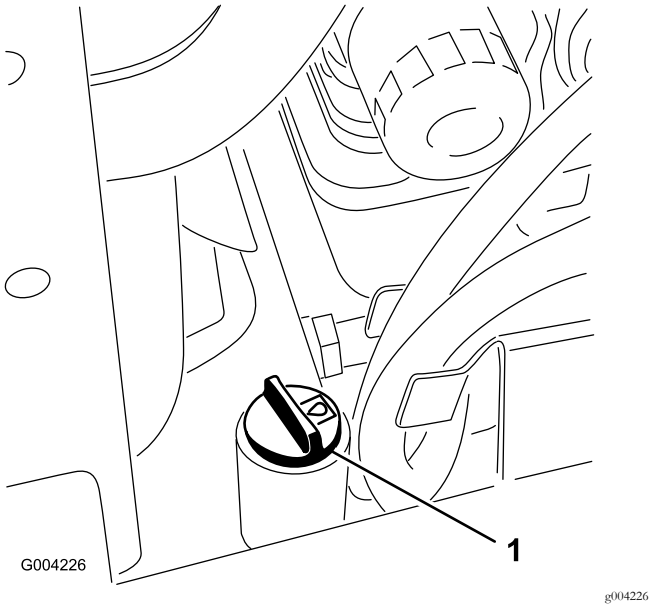

**Rysunek 18**
5. Wyczyść obszar wokół szyjki wlewu zbiornika oleju hydraulicznego (Rysunek 18).